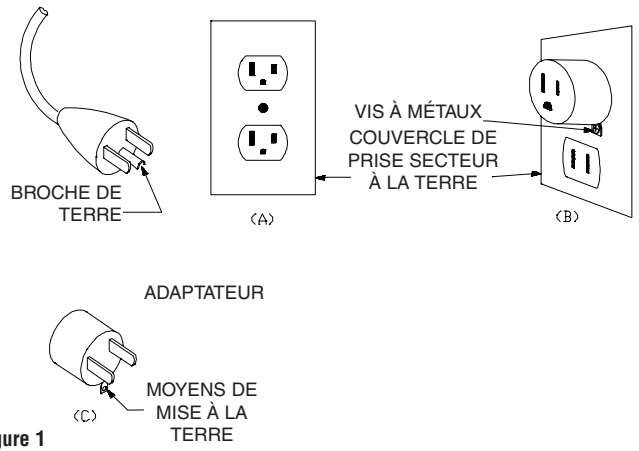

Figure 1
10. Certains modèles sont fournis avec une fiche d'alimentation à trois lames pour liaison de terre (Voir la Figure 1). Si la fiche d'alimentation fournie a une borne de terre, connectez-la uniquement dans une prise secteur reliée à la terre.
17. Ce radiateur est livré avec contrôle de sécurité en cas de dépassement de limite thermique, qui va automatiquement le couper en cas de surchauffe. Si cette protection thermique se déclenche, un voyant rouge d'alerte situé au panneau frontal près du commutateur M/A va s'allumer pour indiquer que le radiateur a trop chauffé et a été arrêté par le dispositif de sécurité. Pour le restaurer, passez le radiateur sur Arrêt (OFF) et débranchez-le pendant environ 15 minutes. Rebranchez-le alors et passez-le sur Marche (ON) pour reprendre le fonctionnement normal. Si l'appareil surchauffe et fait souvent déclencher la protection thermique, la cause de sa surchauffe doit être déterminée avant de continuer à l'utiliser. Le radiateur ne peut être utilisé qu'en position droite ou légèrement incliné quand il est sur son socle intégré.
1. Les radiateurs sont fournis avec un cordon flexible terminé par une fiche d'alimentation à 2 lames (comme montré en Figure 1) et un interrupteur M/A intégré. Ce chauffage n'est prévu que pour du secteur 120 V CA.
2. Un adaptateur, comme montré en C sur la Figure 1, est disponible pour brancher la fiche avec terre à trois lames dans des prises à deux fentes. La fiche de mise à la terre sortant de l'adaptateur doit être reliée à une terre permanente comme celle d'une prise secteur correctement mise à la terre. L'adaptateur ne doit pas être utilisé si une prise secteur à trois fentes est disponible.